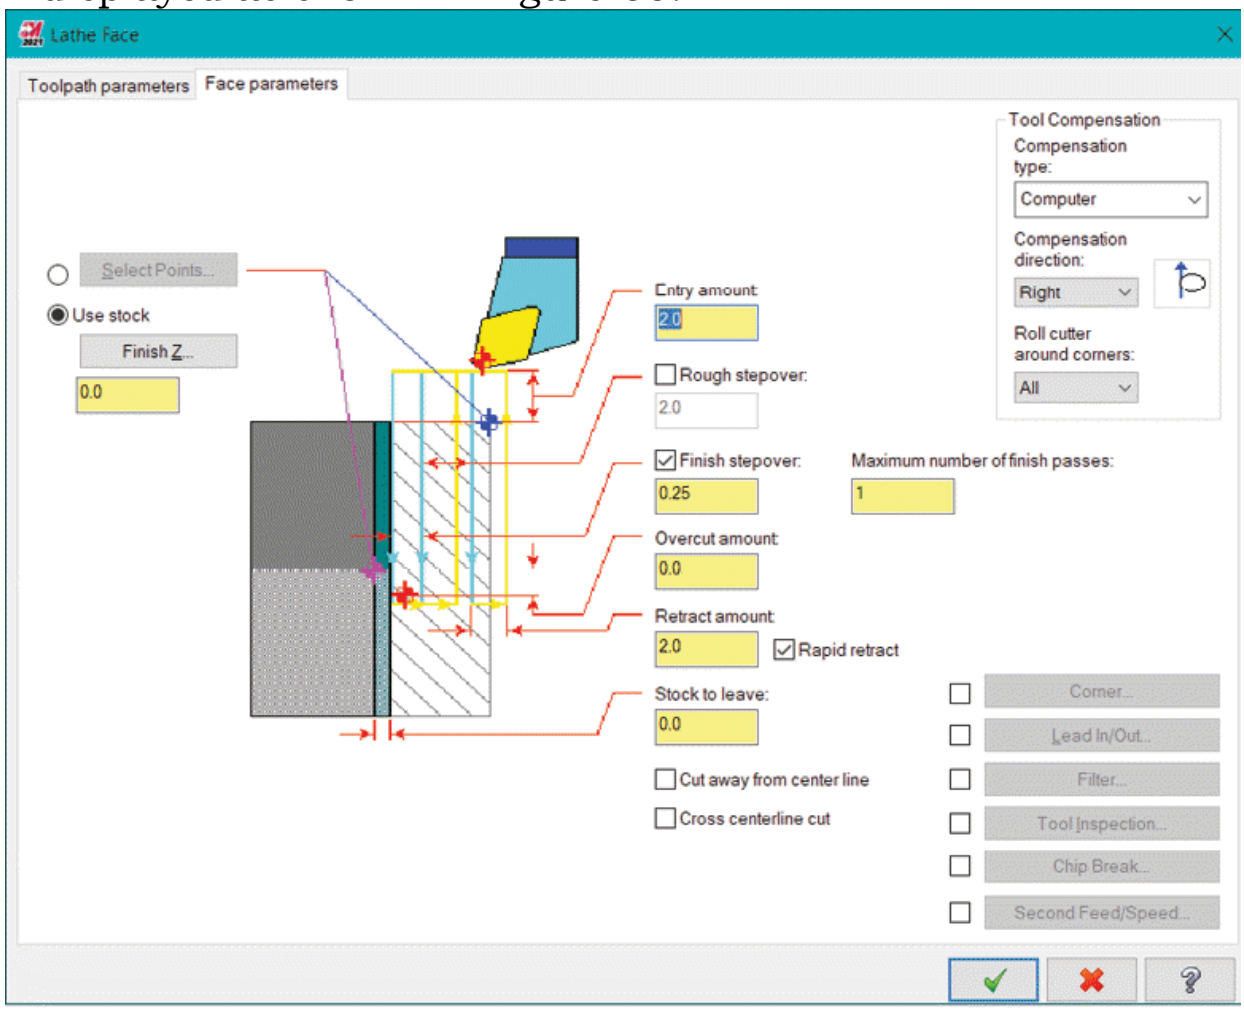

Figure-55. Face parameters page of Lathe Face Properties dialog box
- Click on the **Face parameters** tab. The dialog box will be displayed as shown in Figure-55.